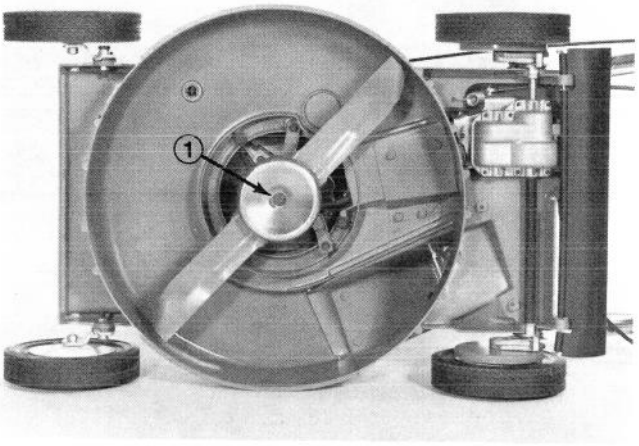

Figure 31
4. Grasp end of blade using a rag or thickly padded glove. Using a socket or wrench, remove capscrew, lockwasher and blade (Fig. 31).